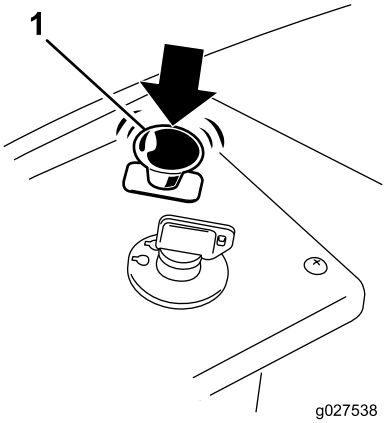

Figuur 13
1. Schakel de maaimessen uit door de aftakasschakelaar op UIT te zetten (Figuur 13).